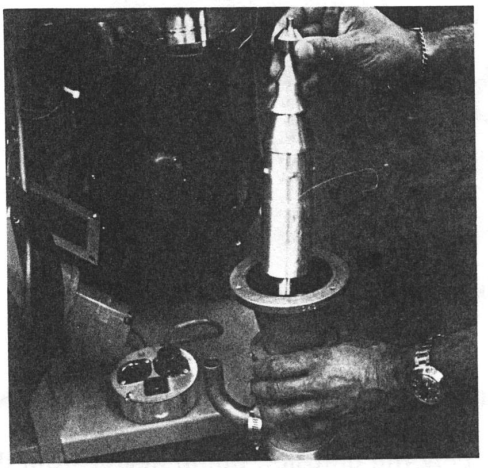

Figure 6-9. Lifting Jet Assembly Out of Diffusion Pump
a. Remove the spring and carefully lift out the jet assembly (Figure 6-9). Wipe excess oil from jet.